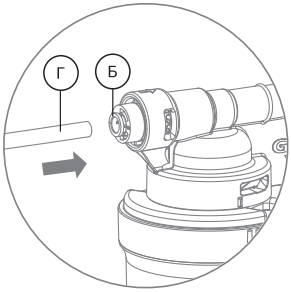

Рис. 7
1. Вставьте до упора в фитинг трубку (Г), продев ее через цанговое кольцо (Б) (рис. 7). Для герметизации соединения приложите дополнительное усилие, при этом трубка утопится еще примерно на 3 мм и будет плотно обжата резиновым кольцом.